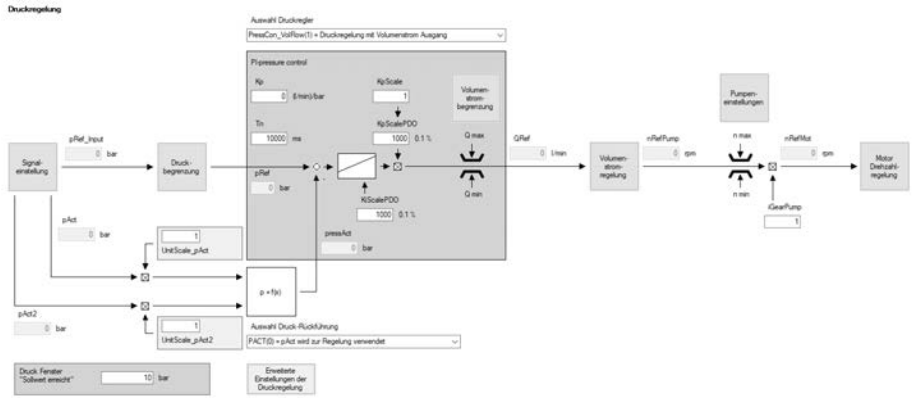

Bild 7.70: Maske "Druckregelung mit Volumenstromausgang"
Die Auswahl PressCon_VolFlow(2) hat einen Volumenstromausgang in l/min und eine unterlagerte Volumenstromsteuerung, welche das Verdrängungsvolumen der Pumpe mit berücksichtigt (siehe Bild 7.70: Maske "Druckregelung mit Volumenstromausgang". Das kann bei Pumpen mit variablem Verdrängungsvolumen hilfreich sein, da hierdurch die Regelkreisverstärkung unverändert bleibt und die Parameter des Reglers nicht angepasst werden müssen. Zusätzlich ändert sich die Einheit der Verstärkung in (l/min)/bar. Diese Einheit gilt dann auch für den Druckbegrenzungsregler, welcher in den verschiedenen Regelungsarten die Stellgröße beeinflusst.